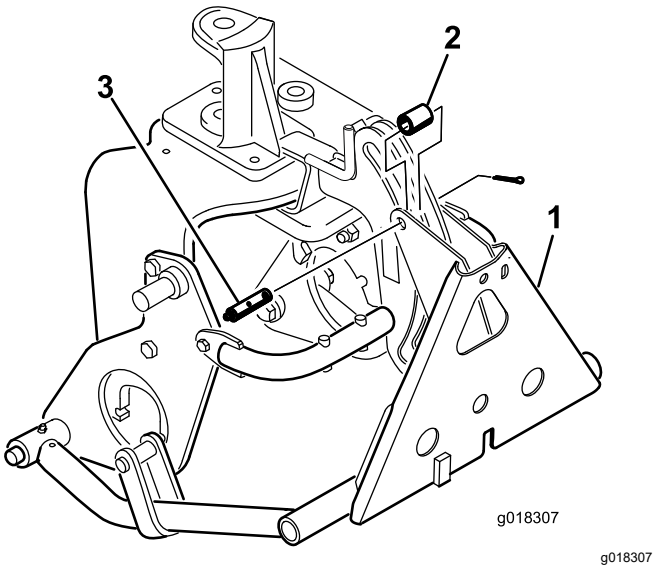

Rysunek 15
8. Zamocuj adapter ramy do ramy zaczepu za pomocą rurki, sworznia i zawleczki (Rysunek 15).